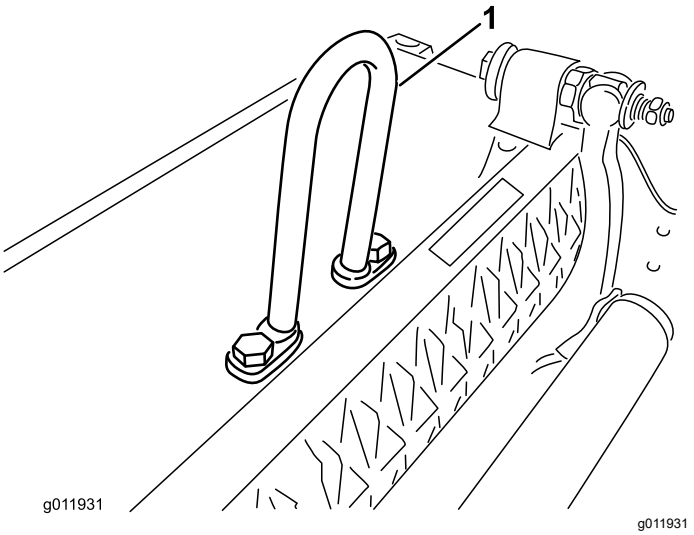

Figuur 5
- U hebt een **ringverbinding** (onderdeelnr. 105-5740), afgebeeld in Figuur 5, nodig voor de Greensmaster 3000, 3000-D, 3050, 3100, 3150 en 3150-Q tractie-eenheden (deze wordt bij de hier vermelde Greensmaster tractie-eenheden geleverd).